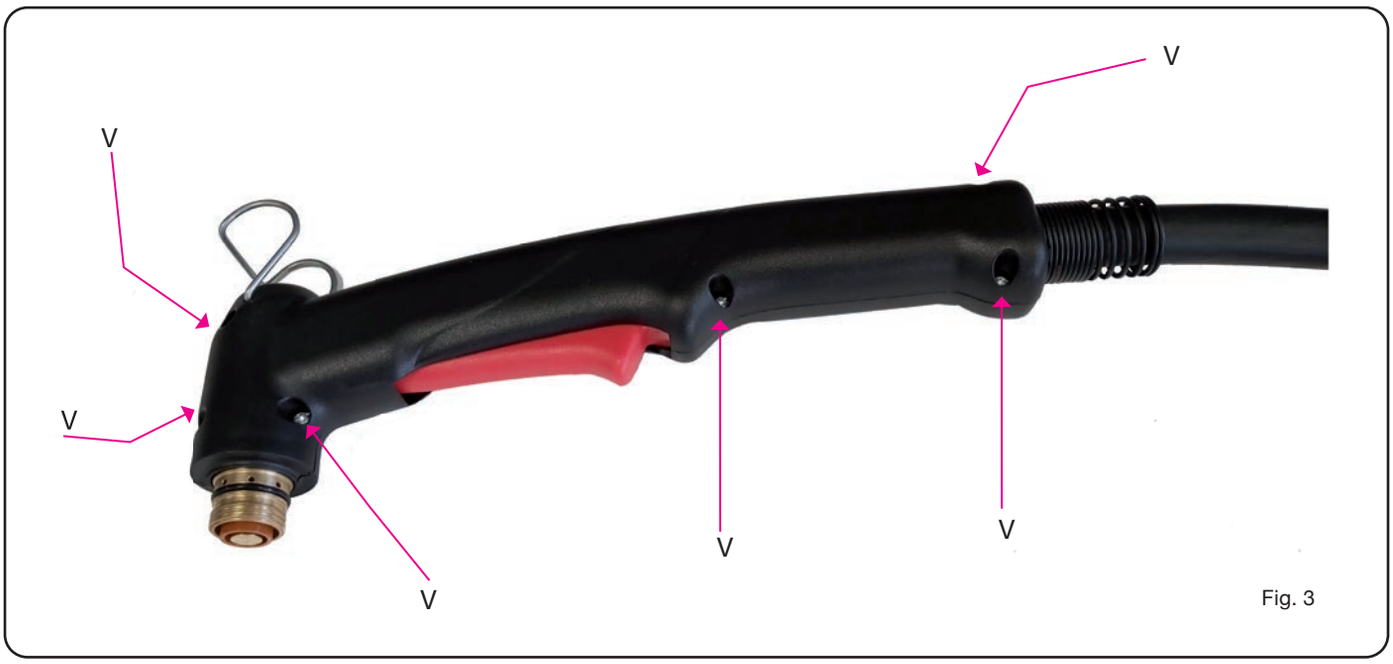

Fig. 3
- Unscrew the 6 screws **V** Fig.3 and remove the LH grip.